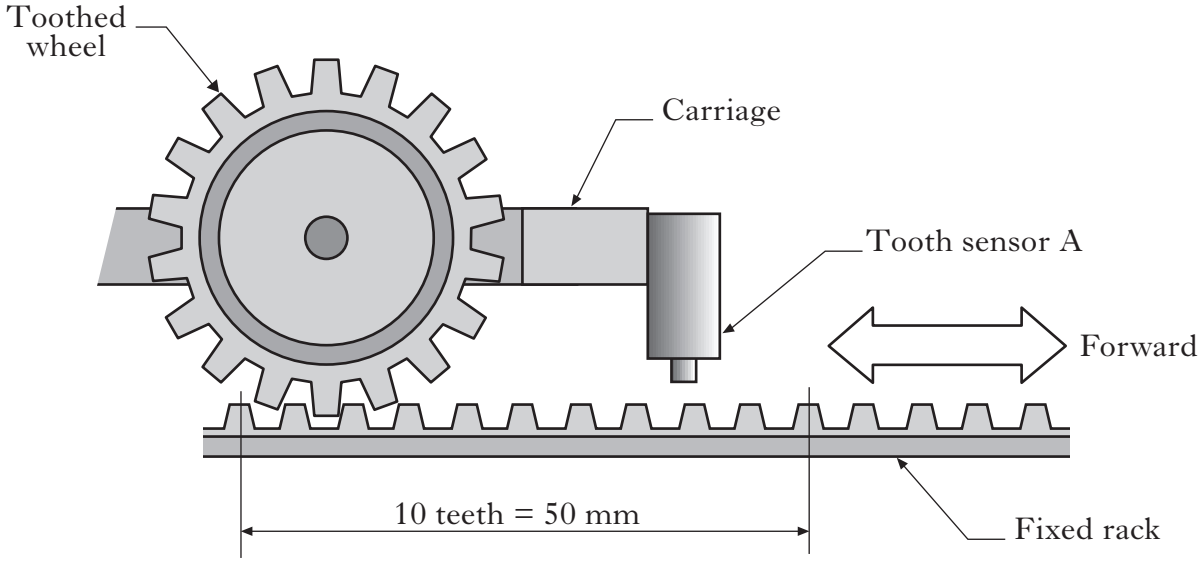

Figure Q8
8. Figure Q8 shows part of a motion and position detection system magnified for clarity. The system comprises a fixed rack and a carriage which is driven along the rack as the toothed wheel turns. Tooth sensor A is mounted on the moving carriage. Teeth have a pitch of 20 teeth per 100 mm.